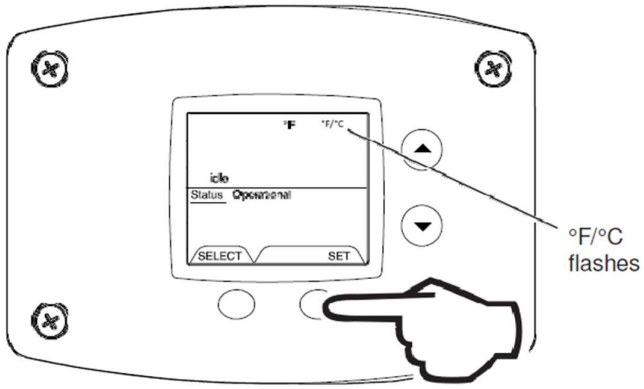

Fig. 28
2. Press ‘SET’ button to change temperature format. Symbol °F/ °C will flash (Fig. 28).